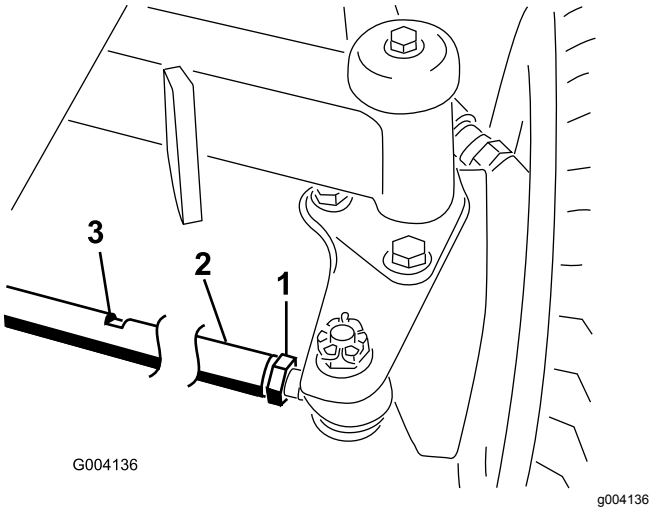

Figur 57
2. Løsne låsemutteren på begge ender av parallellstaget (Figur 57).